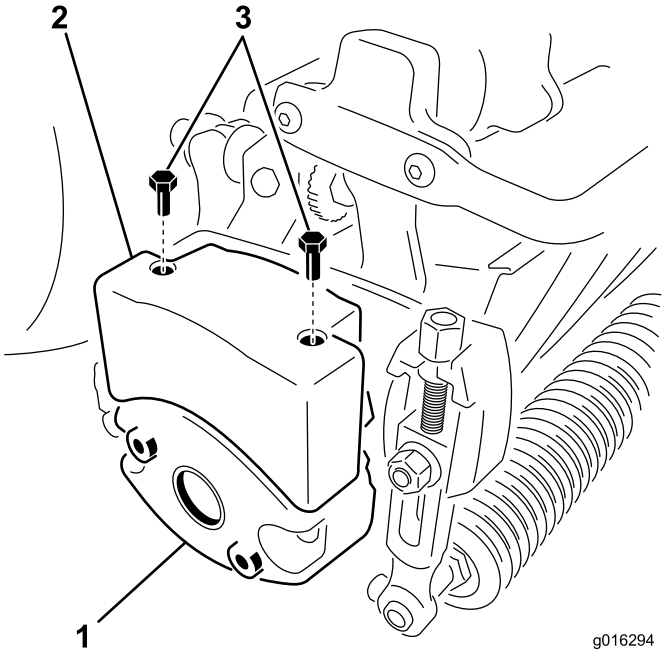

Figur 10
4. Fjern de 2 bolte, der fastgør vægten til siden af klippeenheden (Figur 10).
6. Monter en topvægt på klippeenheden ved hjælp af 2 sekskantskruer (Figur 10).